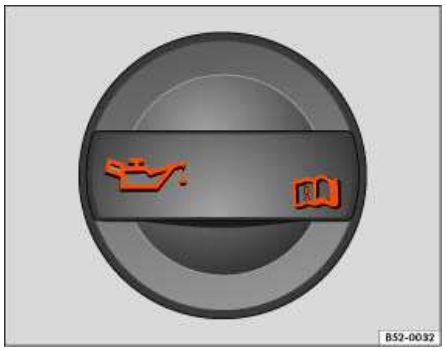

Fig. 153 In the engine compartment: Engine oil filler cap.
4. Find the oil filler opening and the dipstick. You can identify these by the symbol on the engine oil filler cap ⇒ fig. 153 and the colored handle on the dipstick. If you are not sure where the cap and the dipstick are located, see your authorized Volkswagen dealer or authorized Volkswagen Service Facility for assistance.
9. Remove the cap on the engine oil filler opening ⇒ fig. 153.